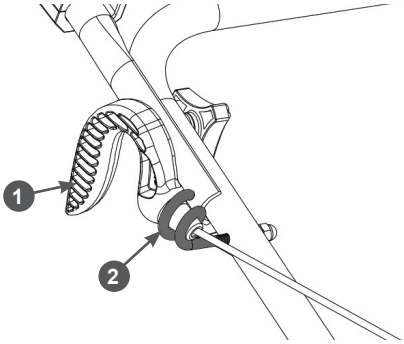

**Рис. 12. Крепление ручки стартера на рукоятке**
7. Нажмите на рычаг остановки двигателя, потяните за ручку стартера, проденьте шнур стартера через витки кронштейна и закрепите ручку 1 стартера на кронштейне 2 на рабочей рукоятке, как показано на Рис. 12.